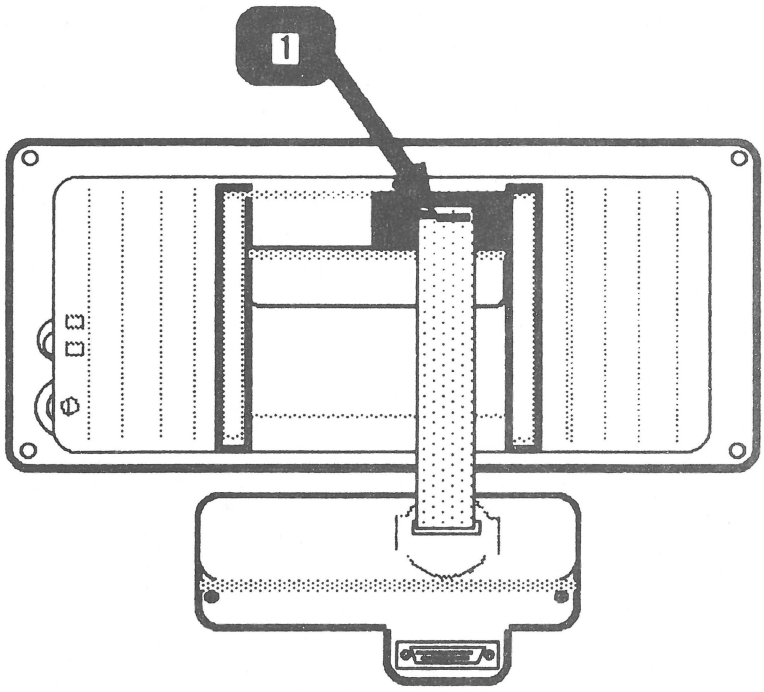

FIGURE 15
6. Orient the connector box and the back of the flat panel case as shown in Figure 15.
7. Slide the other end of the ribbon cable through the opening in the back of the flat panel case. Pull the cable through until the metal clamp on the insulation (white rubber coat) is just inside the opening in the case. (See Figure 15, #1.